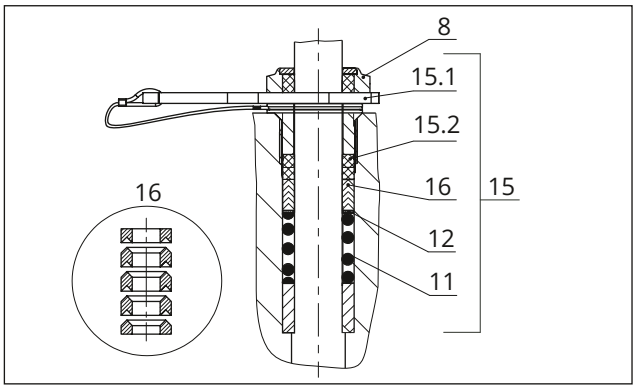

**Fig. 31:** *Empanque ADSEAL*
4. Inserir o anel espaçador vermelho (15.1) entre o casquilho roscado (8) e o anel de retenção (consulte a Fig. 31.
13. Coloque o flange (2) sobre o corpo.
14. Deslize cuidadosamente as peças de empanque sobre a haste do obturador para dentro da câmara do empanque utilizando uma ferramenta adequada. Observe a sequência correta (consulte a Fig. 30 e a Fig. 31).
15. Pressione firmemente o obturador (5) na sede (4). Fixe o flange (2) com as porcas do corpo (14). Aperte as porcas gradualmente num padrão cruzado. Respeite os binários de aperto.
16. Enrosque o casquilho roscado (8) e aperte-o. Respeite os binários de aperto.
17. Aperte frouxamente a contraporca (10) e a porca (9) na haste do obturador